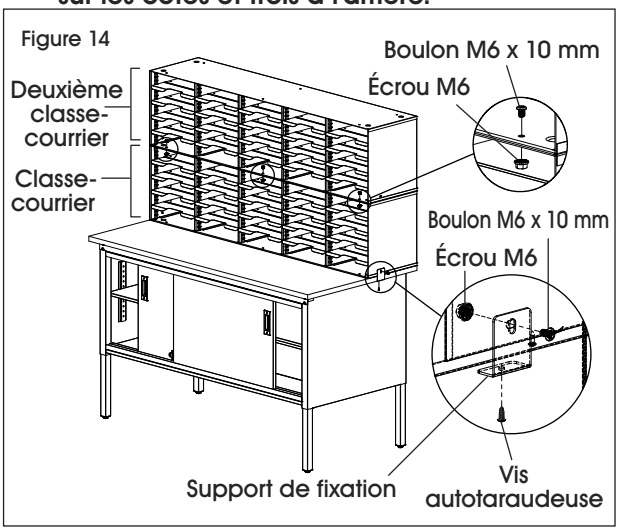

Figure 14
3. Fixez cinq supports de fixation au classe-courrier avec cinq boulons M6 x 10 mm et cinq écrous M6. En utilisant une perceuse, fixez les supports de fixation à la surface stratifiée à l'aide de cinq vis autotaraudeuses. (Voir Figure 14)
4. Placez le deuxième classe-courrier par-dessus le classe-courrier fixé. Fixez les classe-courriers ensemble avec six vis M6 x 10 mm et six écrous M6 en utilisant un tournevis cruciforme. Les trous se trouvent à l'avant et à l'arrière des classe-courriers dans les colonnes situées sur les extrémités gauche, droite et au centre. (Voir Figure 14)